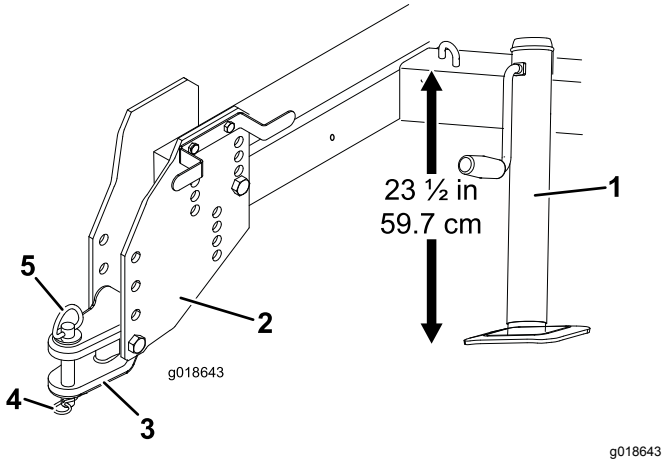

Figura 3
3. Ajuste o macaco de modo a que a distância da parte superior da estrutura até ao solo seja 59,7 cm (Figura 3).
- Retire os parafusos e as porcas de bloqueio que fixam o garfo do engate às placas de engate (Figura 3).
6. Prenda o garfo de engate ao engate da unidade de tração com o pino de engate e pino de sujeição (Figura 3).